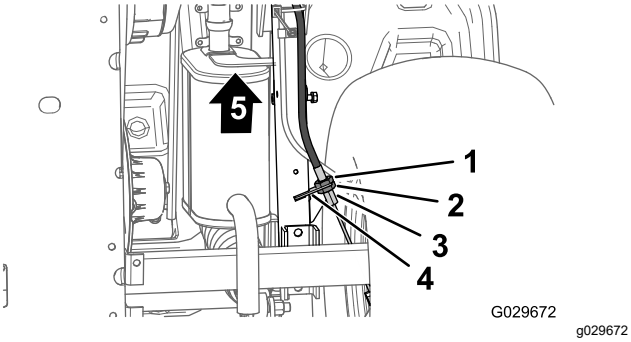

Figur 67
3. Lossa den bakre kontramuttern för den gängade justeraren till parkeringsbromskabeln som sitter längst ner på maskinen genom att vrida på den fyra varv (Figur 67).
4. Dra åt den främre kontramuttern (Figur 67).
A. Lossa den främre kontramuttern (Figur 67) för den gängade justeraren till parkeringsbromskabeln genom att vrida på den ett varv.
B. Dra åt den bakre kontramuttern (Figur 67).
A. Lossa den bakre kontramuttern (Figur 67) för den gängade justeraren till parkeringsbromskabeln genom att vrida på den ett varv.
B. Dra åt den främre kontramuttern (Figur 67).